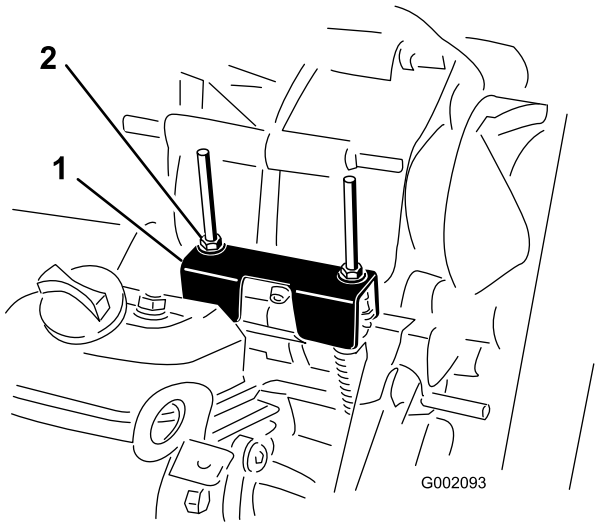

Figuur 58
Als u routine-onderhoudswerkzaamheden uitvoert en/of de motor test, moet u de transaxle in de neutraalstand zetten (Figuur 58). Het voertuig heeft een neutraalstand op de schakelhendel, waarmee u de transaxle in de neutraalstand kunt zetten. Om ervoor te zorgen dat de schakelhendel de transaxle naar behoren in de neutraalstand zet, moet u de volgende stappen uitvoeren:
2. Zet de beugel van de neutraalstand in de neutraalstand (horizontaal ten opzichte van de montagebeugel van de kabel die zich onder de schakelbeugel bevindt) door de aangedreven koppeling te draaien (Figuur 58).
3. Draai een van de borgmoeren (Figuur 58) om een speling van 0,762 tot 1,524 mm te verkrijgen tussen de onderkant van de moer/ring en de beugel van de neutraalstand.